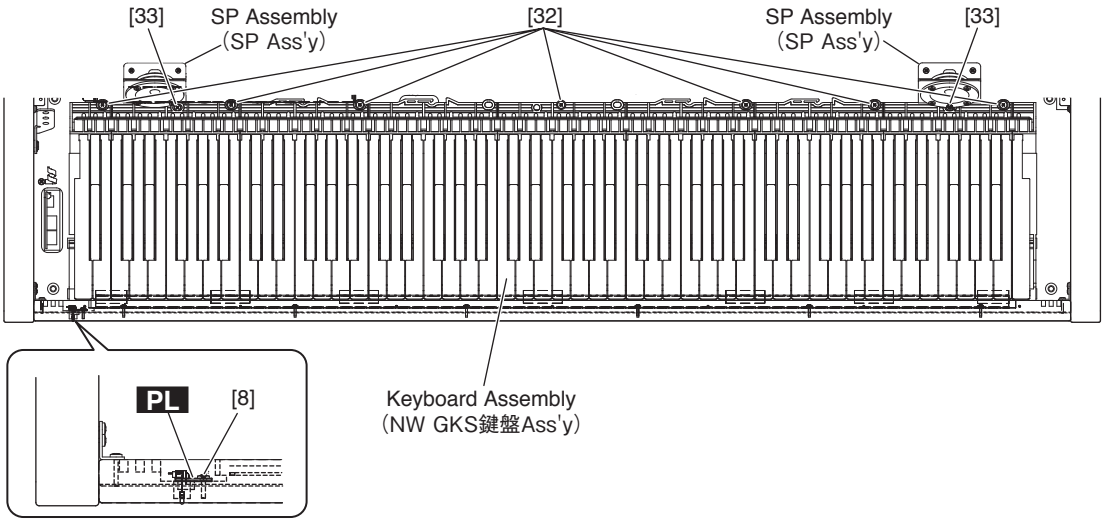
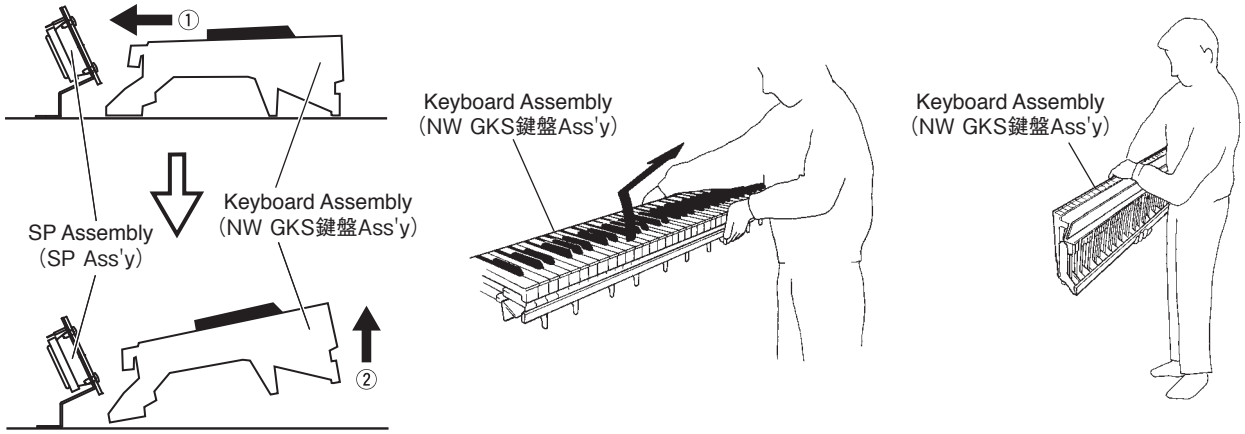

Fig.13（図 13）
Fig.14（図 14）
12-5 Remove the two (2) screws marked [33] and the seven (7) screws marked [32]. (Fig.13)
12-6 Move the keyboard assembly backward, hold the central area of it, and get it upright to remove. (Fig.14)
* ***It will be easier to remove the keyboard assembly if the SP assemblies L and R are removed in advance. (Fig.13, Fig.14)***
* ***When assembling the keyboard assembly to the main unit, tighten the screws marked [33] and the screws marked [32] in this order. (Fig.13)***
12-5 [33] のネジ 2 本と [32] のネジ 7 本を外します。(図 13)
12-6 鍵盤 Ass'y を後方にずらした後、フレームの中央を持ち、手前を垂直に起こして外します。(図 14)
※ **鍵盤 Ass'y を外す時は、SP Ass'y を外した方が、鍵盤 Ass'y が外し易くなります。(図 13, 図 14)**
※ **鍵盤 Ass'y を取り付ける時は、[33]、[32] の順序でネジを締めます。(図 13)**
13-6 Remove the screw marked [8]. The PL circuit board can then be removed. (Fig.13)
13-6 [8] のネジ 1 本を外し、PL シートを外します。(図 13)